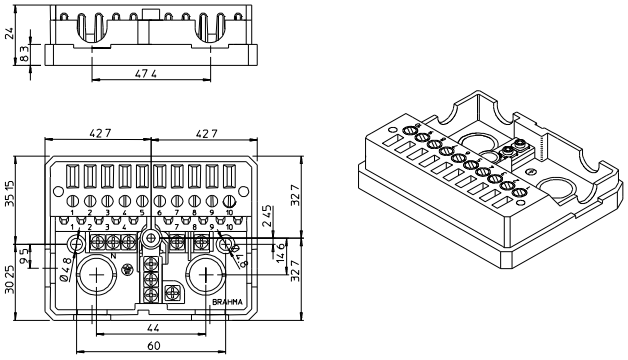
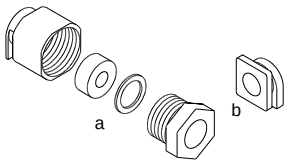

Fig. 2
Fig. 3
The accessories as connecting sockets and core hitches are supplied upon request for controller wiring. The following figures show connecting socket type NBT (Fig. 2) and core hitches (Fig. 3).
To order accessories (fig. 2 and 3), see to the following codes:
– socket type NBT code 18210124 (fig. 2);
– core hitches code 18210200 (fig. 3);
– core hitches code 80536550 (fig. 3 b).